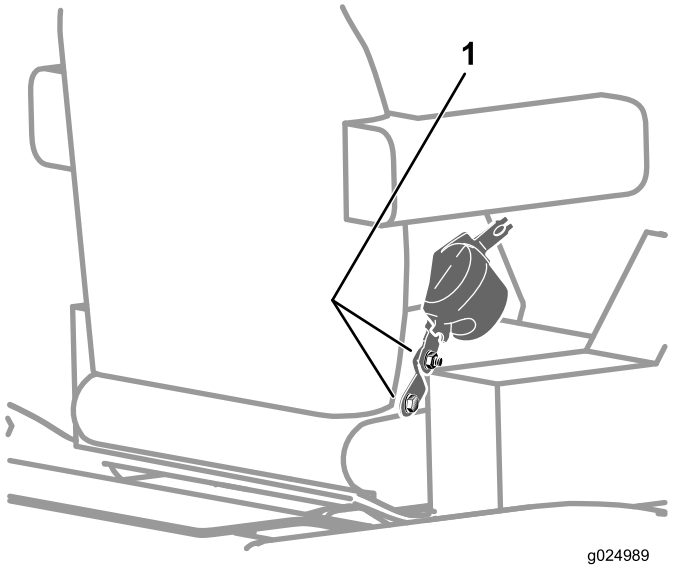

Rysunek 113
2. Sprawdź, czy śruby i nakrętki mocujące napinacz i sprzączkę pasa bezpieczeństwa do fotela są dokręcone momentem obrotowym 47–61 N·m; patrz Rysunek 113.